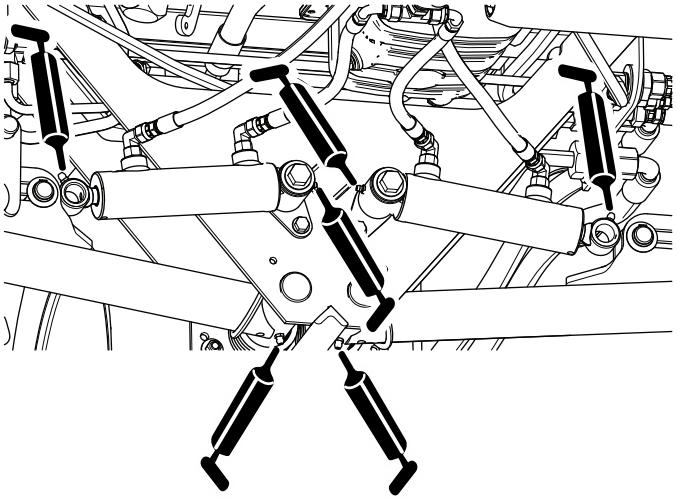

Figur 47
- Bakre løftearmstapper og løftesylindre (tre på hver side). Se Figur 47.